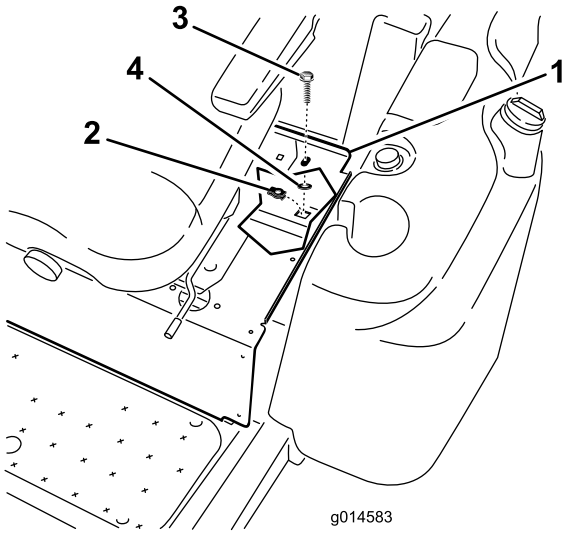

Figur 4
2. Montera en fästmutter i ramhålet under sätesplattans vänstra bakre hörn (Figur 4).